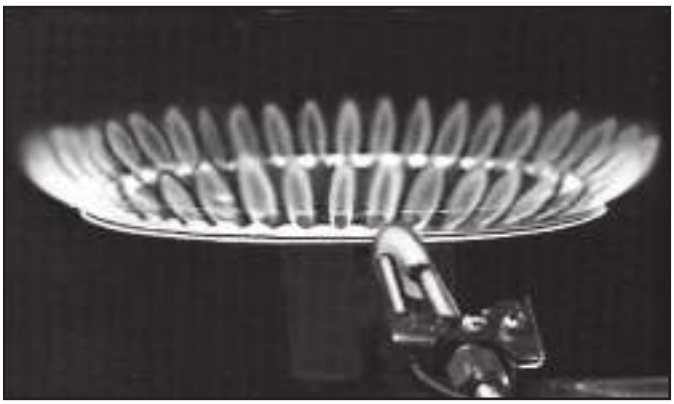

Figura 6. — Quemador Y Configuración De La Flama Del Piloto
B. Inspeccione visualmente el quemador una vez al año, mientras lo está encendiendo, y la llama del quemador del piloto con el quemador principal apagado. (Consulte la Figura 6 o 7 para verificar la configuración de la llama normal.) Si se nota que el quemador está operando en forma fuera de lo común, se debe apagar el calentador de agua hasta que se pueda obtener asistencia de servicio capacitada.